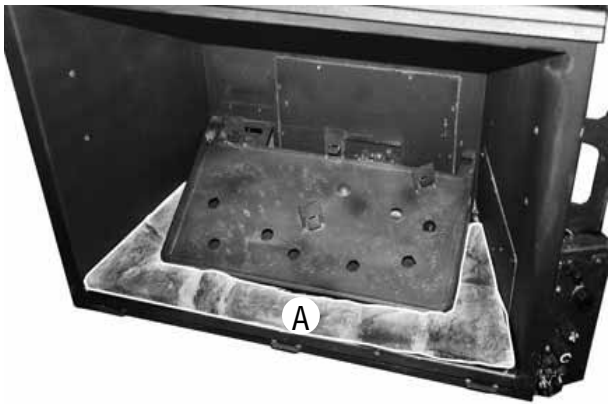

Figure 3
Step 1. Start with the front bottom panel A. Set the front bottom panel in place with detail side facing up as shown. See ***Figure 3***.